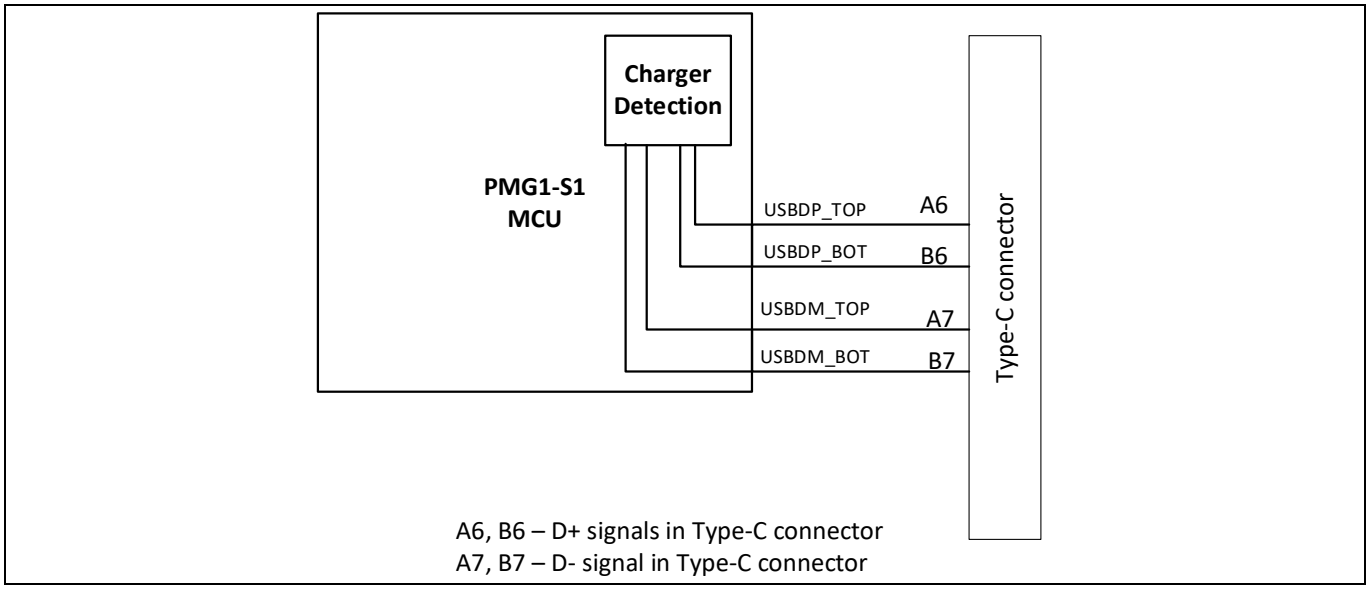

Figure 24 EZ-PD™ PMG1-S1 MCU での充電器の検出
- EZ-PD™ PMG1-S1 MCU では、ピンを短絡させないでください。Type-C コネクタピンを MCU の高速 (HS) ピンに直接配線します (**Figure 24**)。